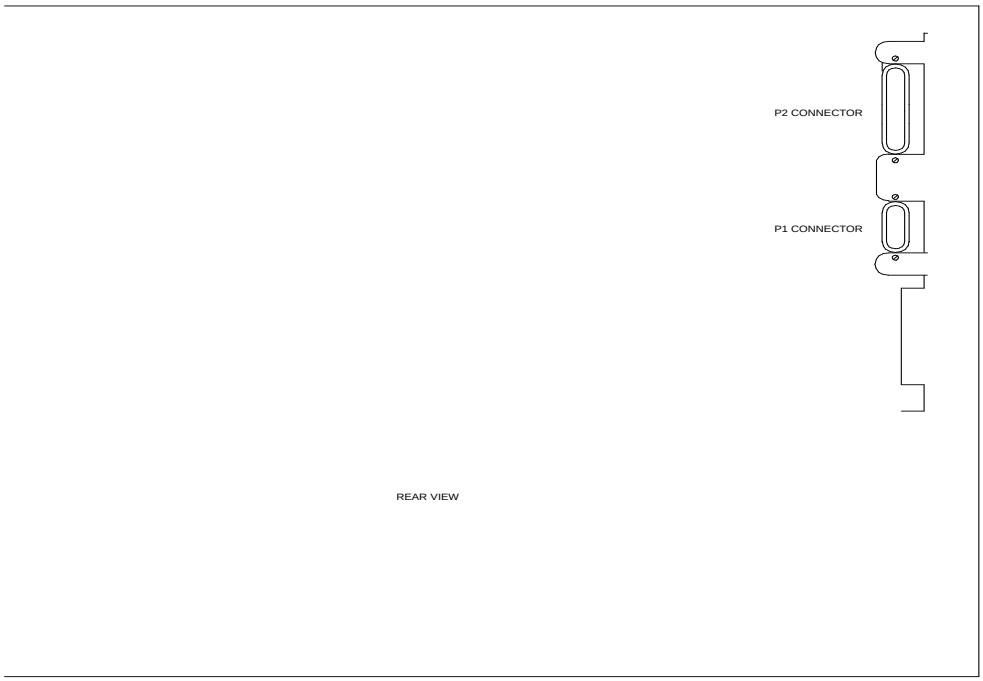

Figure 3-21. Location of P1 and P2 Connectors on DEFINITY Carrier
3. Connect the ‘‘P2’’ and ‘‘P1’’ (large and small) connectors to the ‘‘A’’ carrier (see Figure 3-21). If necessary, to get enough slack in the cables, cut the tie wrap holding the intercabinet cable to the upright in the area of the carrier being installed. Snap the connector lock into place to ensure that the connection is properly made.